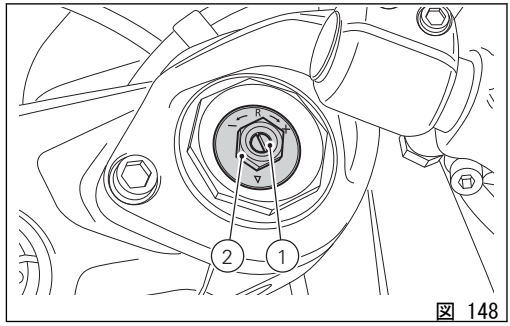
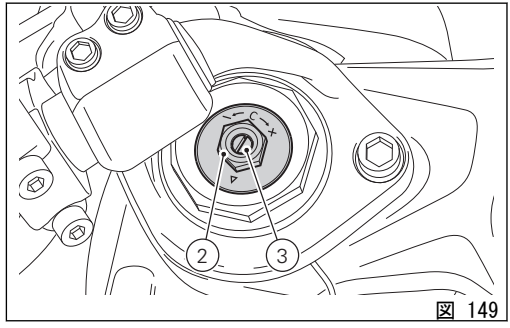

図 148
図 149
1) リバウンドダンピング調整（図 148）
2) スプリングプリロード調整（図 148）、（図 149）
3) コンプレッションダンピング調整（図 149）
各レッグのスプリングプリロードを変更するには、アジャスター（2、 図 148）、（2、 図 149）を六角レンチで反時計回りに完全に回してすべて緩めた位置に合わせます。この位置からアジャスターを時計回りに回し、プリロードを調整します。1 回転がスプリングプリロード 1 mm（0.04 in）に相当します。